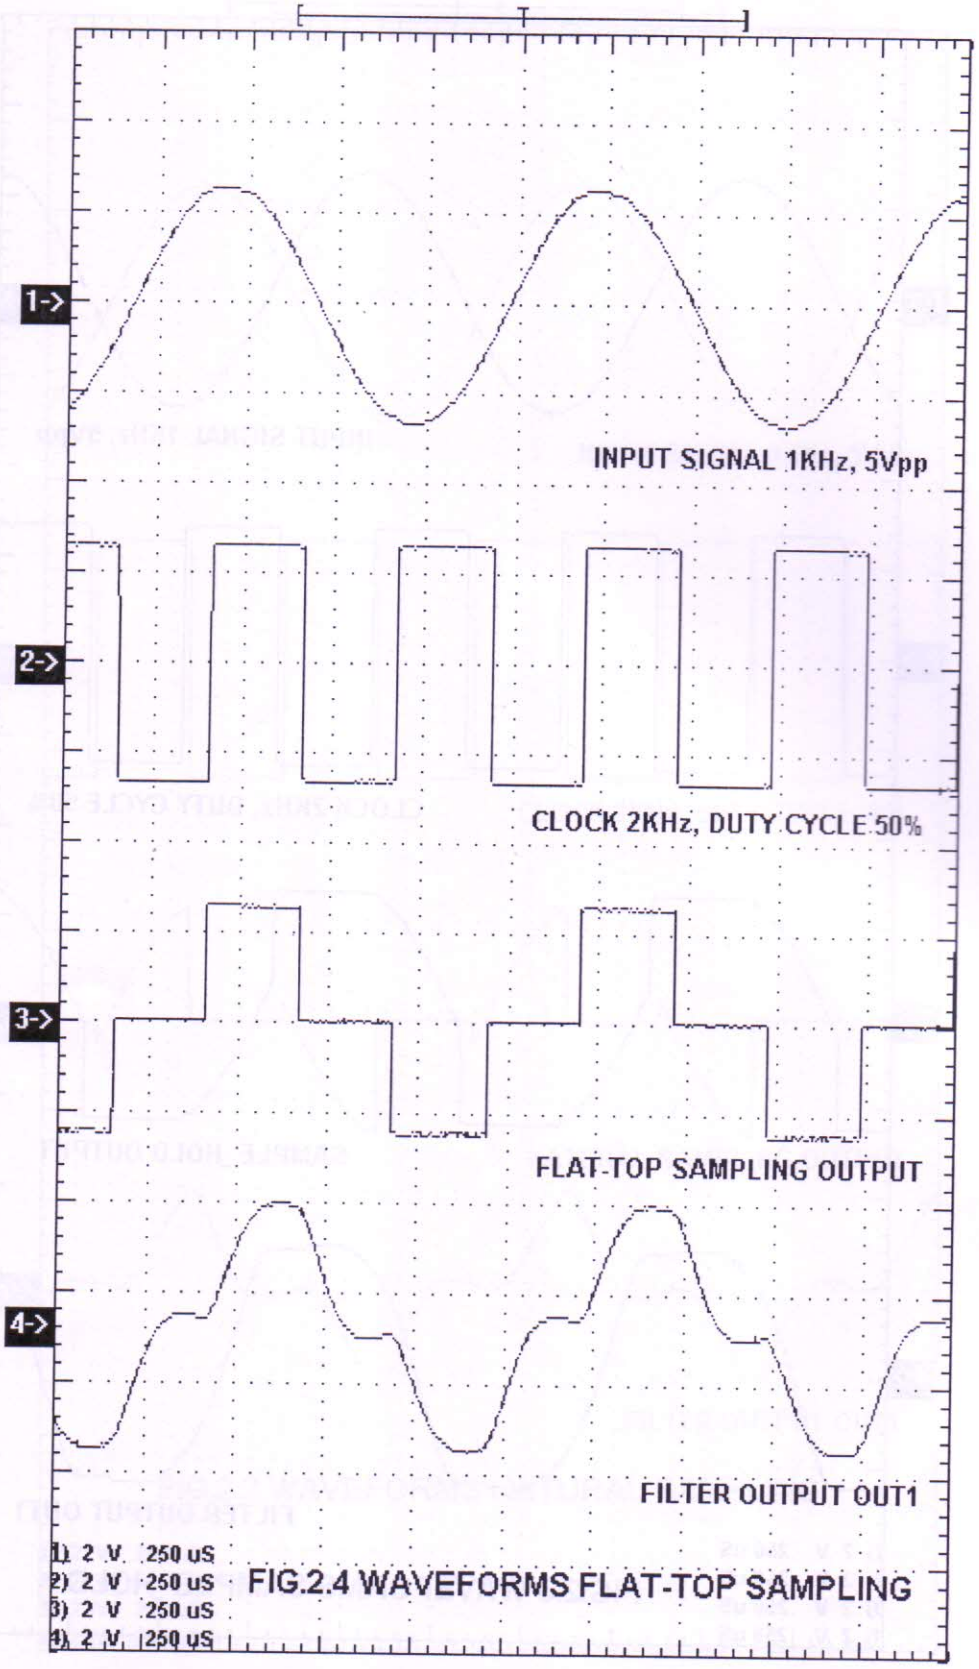

FIG.2.4 WAVEFORMS FLAT-TOP SAMPLING
- Flat top sample signal output and corresponding reconstructed output of 2nd order Low Pass Butterworth Filter. (Fig. 2.4)